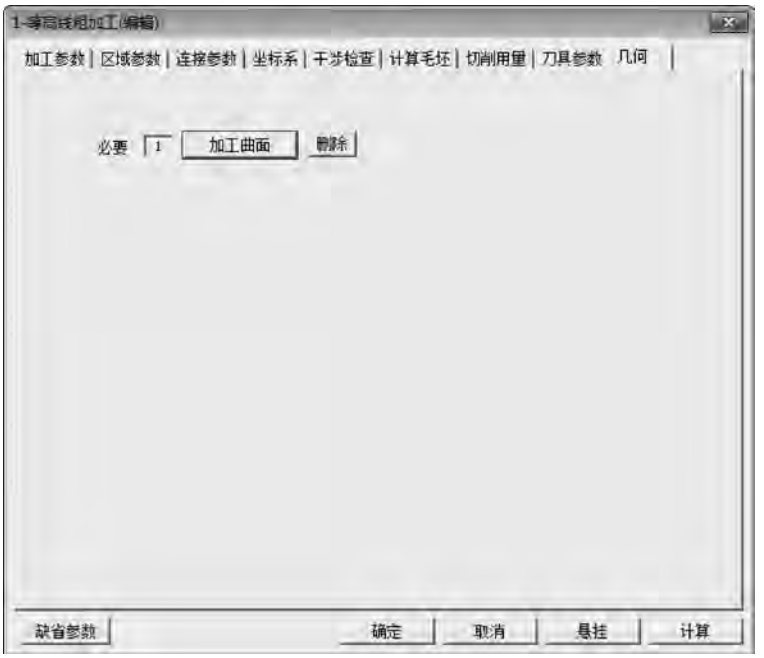

图 5-160 “几何”选项卡
⑦ 设置几何参数。单击“加工曲面”按钮，根据左下角提示拾取加工对象，用鼠标左键选取鼠标实体，右击，如图 5-160 所示。